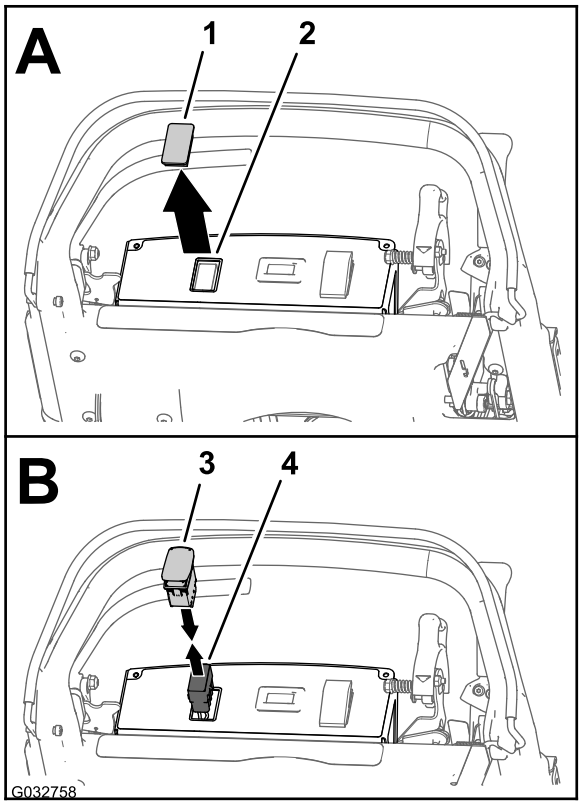

Figuur 17
1. Neem de kap uit de opening aan de linkerkant van het bedieningspaneel (Figuur 17).
2. Trek de stekker met 10 contacten van de kabelboom van de verlichtingsset en de kabelboomset voor de urenteller door de opening in het bedieningspaneel (Figuur 17).
3. Sluit de stekker met 10 pinnen van de tuimelschakelaar met 2 standen aan op de stekker met 10 contacten van de verlichtingsset en de urenteller (Figuur 17).